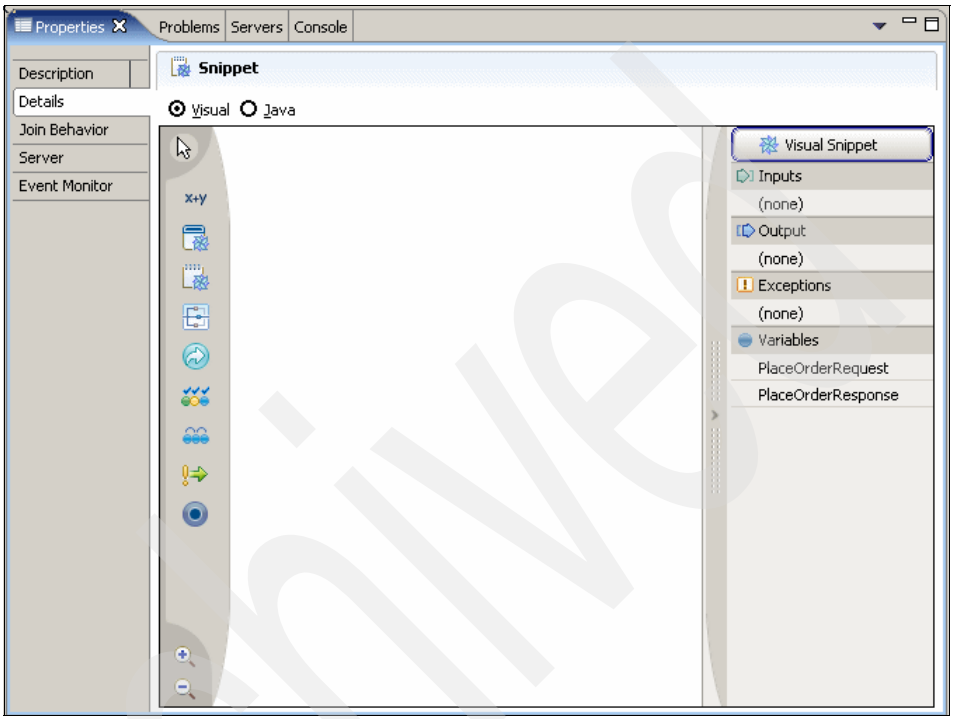

Figure A-37 Visual Snippet Editor
14. Ensure that the **Visual** radio button is selected (Figure A-37).